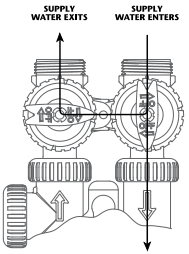

FIGURE 3
3. **Diagnostic position:** The inlet handle points toward the control valve and the outlet handle points to the center of bypass valve. Untreated supply water is allowed to flow to the system and to the building, while not allowing water to exit from the system to the building **(Fig. 3)**. This allows the service technician to draw brine and perform other tests without the test water going to thebuilding.